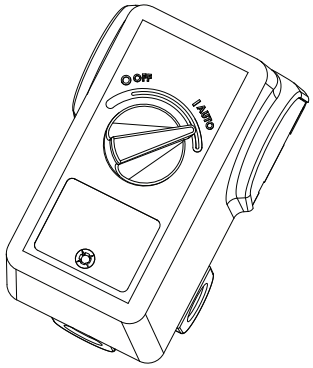

Figura 17
4. Mueva el interruptor de presión a la posición de **AUTOMÁTICO** para hacer funcionar la unidad (consulte la figura 17).
5. Haga funcionar la unidad por treinta (30) minutos a cero (0) PSI (sin carga) para asentar las partes de la bomba.
7. Cambie el aceite después de las primeras cincuenta (50) horas de funcionamiento. Realice cambios de aceite cada tres (3) meses o doscientas (200) horas de tiempo de funcionamiento, lo que ocurra primero.